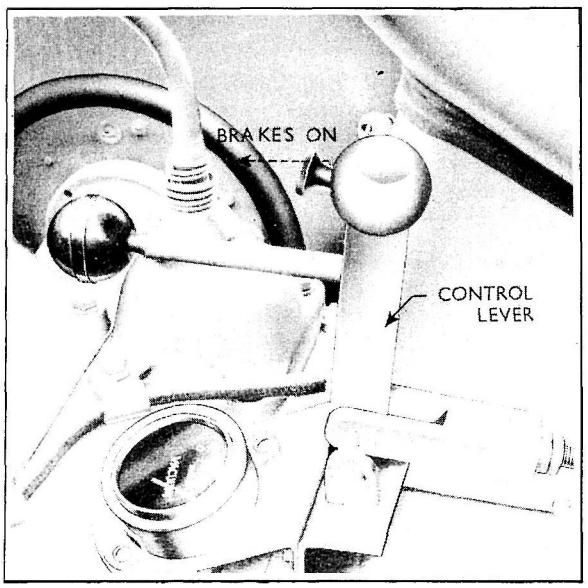

Fig. 3
2. Locate the lever and gauge assembly in position and secure with two $\frac{7}{16}$ in. X $2\frac{1}{8}$ in. bolts, nuts and spring washers (see Fig. 3).
The Reaction Valve (Fig. 3)